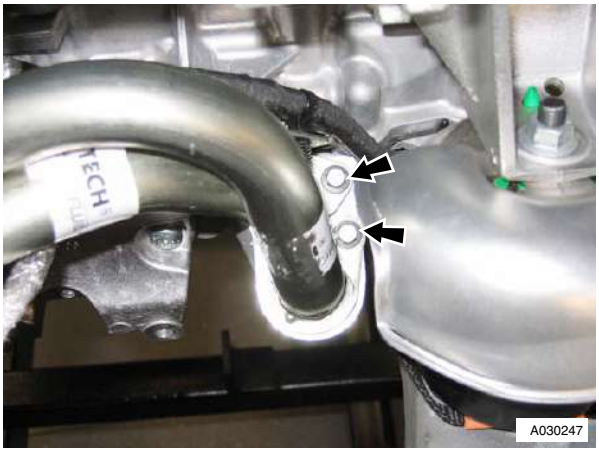

Figure 3
5. Remove harness to pipe clip (refer to Figure 3).